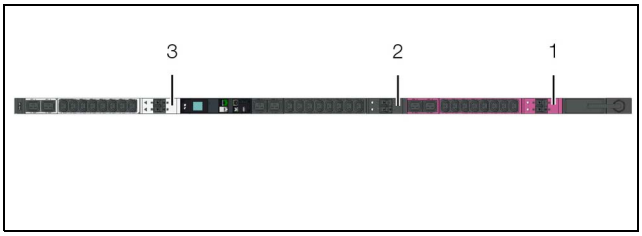

Abb. 78: Farbkennzeichnung der einzelnen Phasen und Steckplätze
Auf der Frontseite der PDU ist die Zuordnung der Steckplätze zu den einzelnen Phasen durch verschiedene Farben gekennzeichnet (siehe Abb. 78)
– Phase 1 (L1): Pink (Abb. 78, Pos. 1)
– Phase 2 (L2): Schwarz (Abb. 78, Pos. 2)
– Phase 3 (L3): Weiß (Abb. 78, Pos. 3)